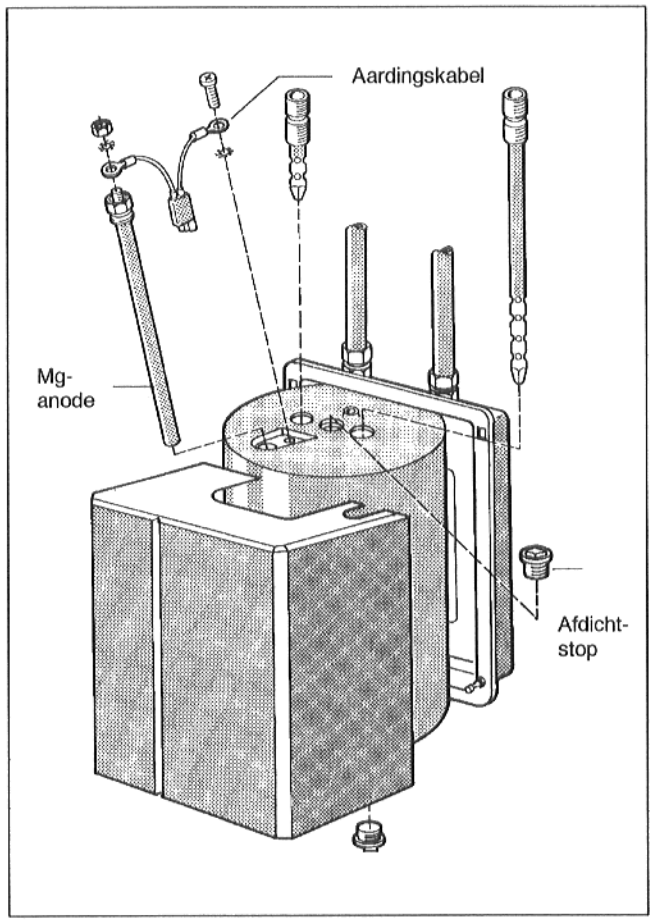

Afb. 9
- Controleren of de magnesiumanode is ingebouwd en de aardingskabel is aangesloten (Afb. 9).
- Stekker van de aardingskabel verbinden met de kabel van de regelkast (Afb. 9).
- Regelkasten Ecomatic 4000: Stekker van de aardingskabel loskoppelen (Afb. 9).
- Magnesiumanode eruit schroeven.(Afb. 9).
- Afdichtstop uit de onderhoudsopening schroeven (Afb. 9).